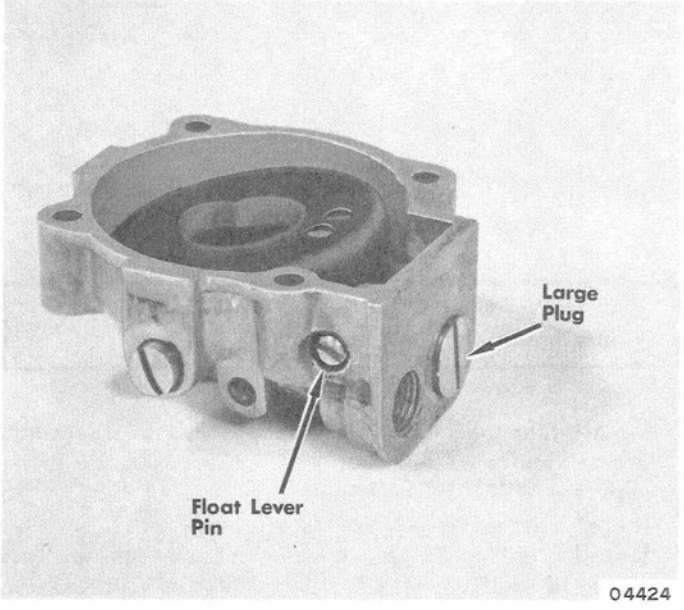

Figure 4. Float Bowl Components
2. Remove float lever pin and float from fuel bowl. (Figure 4)
3. Remove large plug screw, then inlet needle, seat and gasket from fuel bowl. (Figure 4)